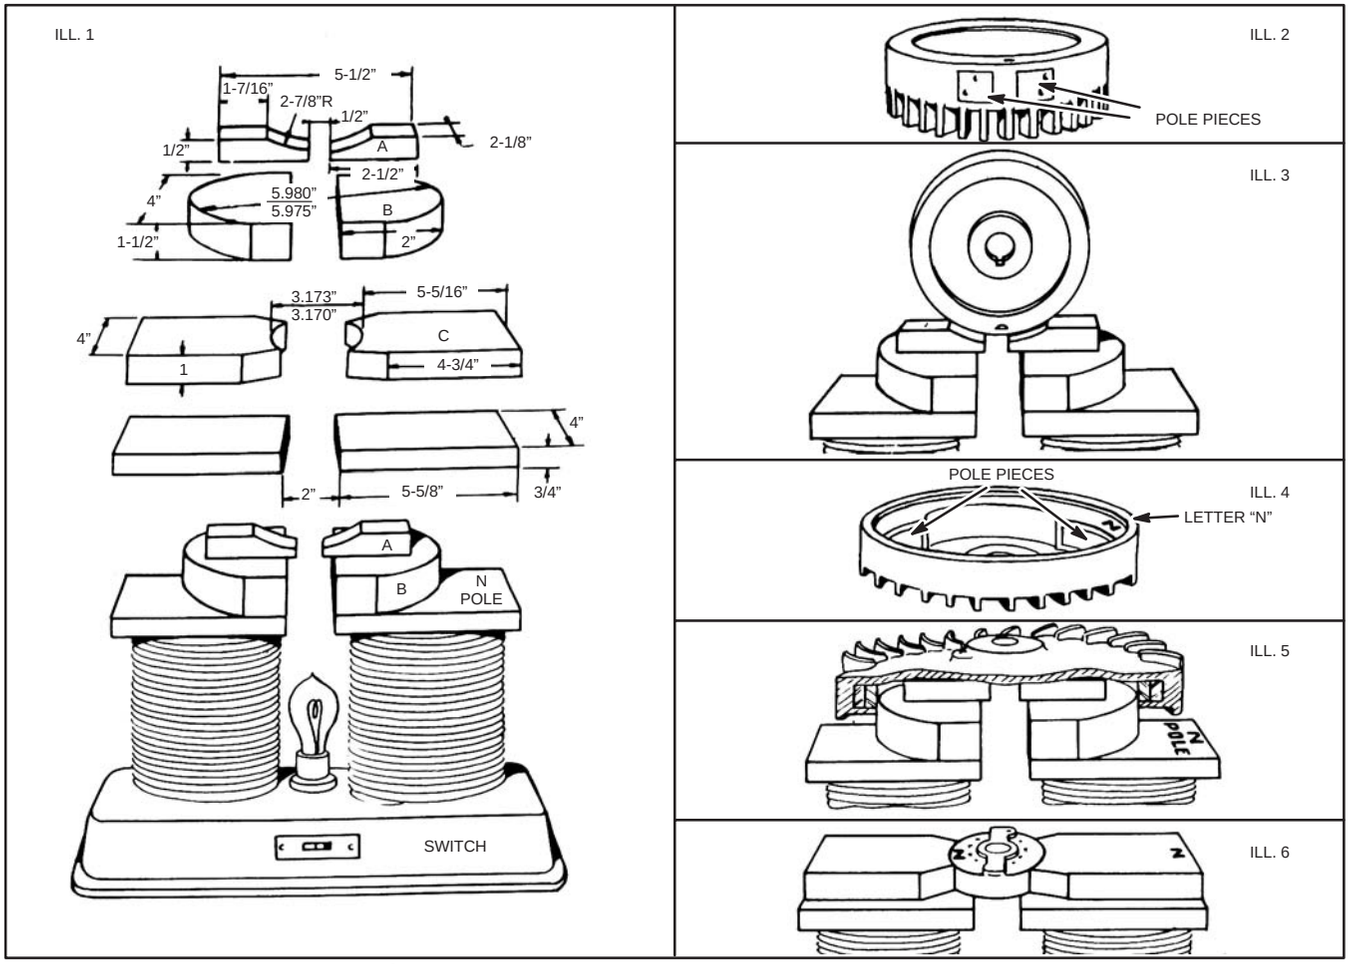

Fig. 76 – MAGNETIZING FLYWHEELS & ROTORS
Three (3) sets of pole pieces and two (2) plates on which to mount them should be made to the dimensions shown in Ill. 1, Fig. 76. The steel used for the pole pieces should be mad of a soft steel such as AISIC 1019. Dowels or screws can be used to hold pole pieces in place. A compass should be used to locate the poles on the charger.
Use pole pieces "A." Hold flywheel with pole pieces toward you and fins downward (Ill. 2, Fig. 76). The pole piece to the right should go on the pole of the charger that attracts the **NORTH** seeking end of the compass needle (Ill. 3, Fig. 76). Apply current twice for 3 seconds each with 1 second intervals.
Use pole pieces "B." The pole of flywheel marked "N" should be placed on the pole of the charger which attracts the **NORTH** seeking end of the compass needle (Ill. 4, Fig. 76). Apply current twice for 3 seconds each with 1 second intervals (Ill. 5, Fig. 76).
Use pole pieces "C." The pole of the rotor marked "N" should be placed on the pole of the charger which attracts the **SOUTH** seeking end of the compass needle (Ill. 6, Fig. 76). Apply current twice for 3 seconds each with 1 second intervals.